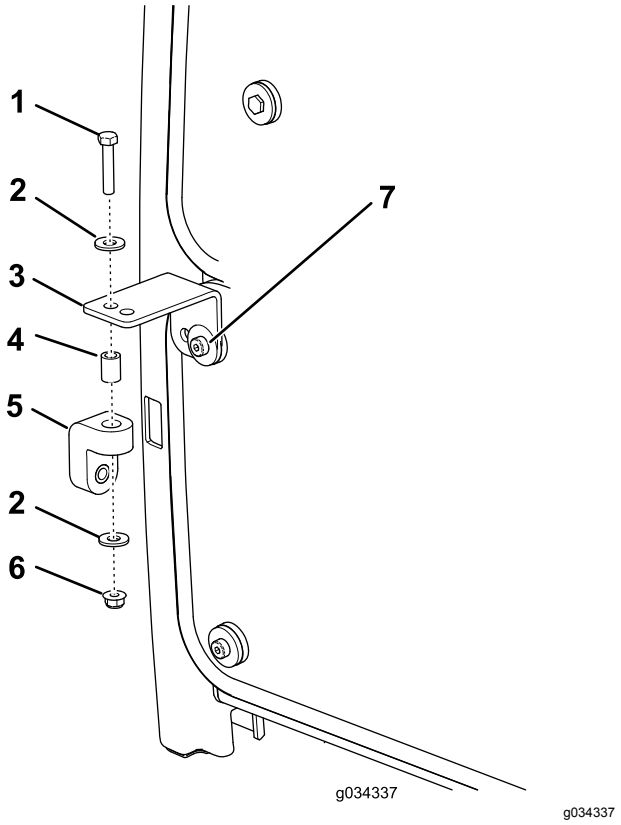

Figur 8
1. Montera den böjda skenans fäste på den nedre, främre panelens alla övre hörn i hytten med de befintliga skruvarna i enlighet med Figur 8.
2. Montera en gummihållare löst på alla fästen till den böjda skenan med en skruv (5/16 x 1 5/8 tum), två brickor (3/8 tum), en distansbricka och en flänsmutter (5/16 tum) i enlighet med Figur 8.